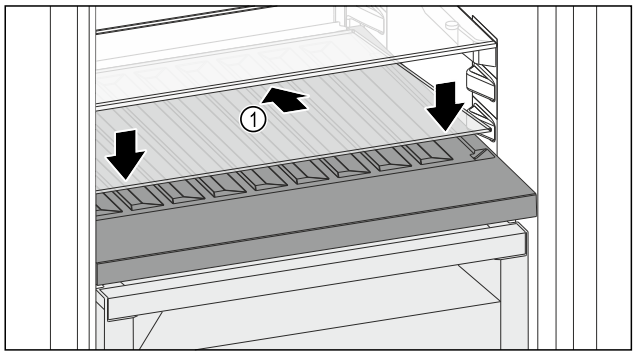

Fig. 112
▶ Așezați placa de sticlă *Fig. 112 (1)* oblic și spre spate înclinată în jos.
▶ Coborâți în față placa de sticlă *Fig. 112 (1)*.